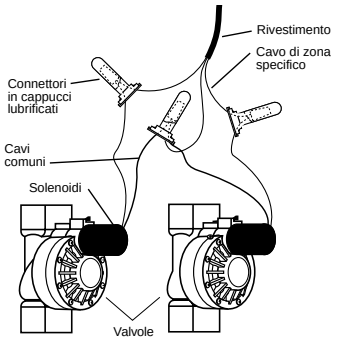

FIGURA 25: Collegamento dei fili del programmatore alle valvole
- Ogni valvola è dotata di due fili (fase e neutro), uno dei quali dev'essere collegato come neutro. I neutri di tutte le valvole possono essere collegati assieme ad un neutro comune facente capo al programmatore. Gli altri fili delle valvole devono essere collegati al filo della stazione di comando della valvola corrispondente **[vedere Figura 25]**.